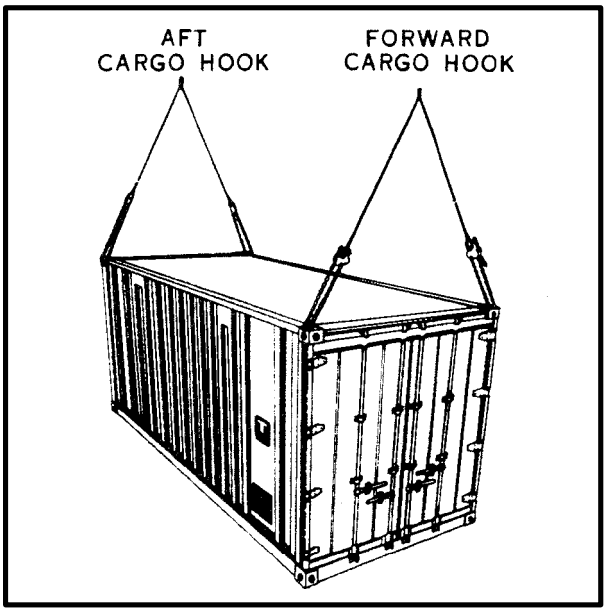

*Figure 6-12. Dual-Point Load*
**(6)** Some loads can be carried in the dual-point configuration. Dual-point loads require an additional apex fitting for the extra sling set (Figure 6-12).